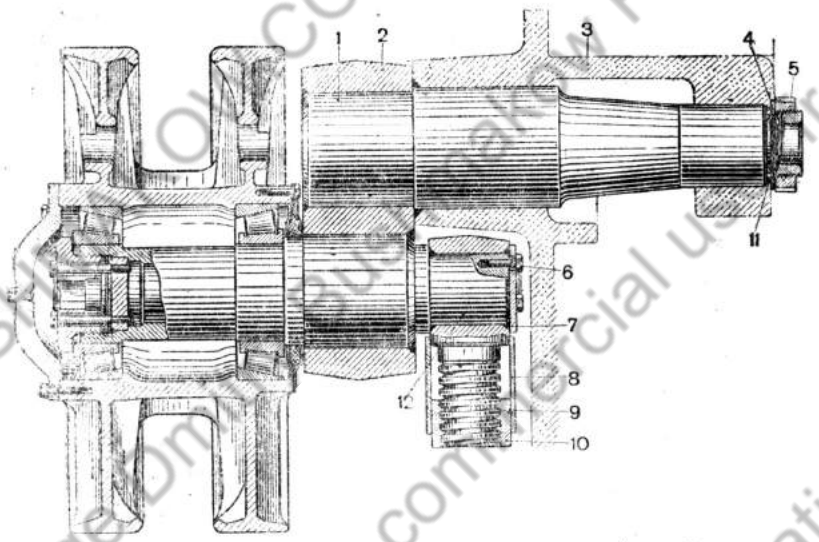

Рис. 198. Направляющее колесо с кривошипом (разрез):
Ось кривошипа *1* и ось ленивца *12* (рис. 198) напрессованы в горячем состоянии и заварены в щеке *2* кривошипа. Ось кривошипа вращается в кронштейне кривошипа *3*.
3. Отконтрить и отвернуть круглую гайку *5* (рис. 198) крепления оси кривошипа. Вынуть упорное кольцо.
5. Зазор между упорным кольцом *4* (рис. 198) и кронштейном кривошипа регулировать кольцами *11* в пределах 1.5—3 мм.